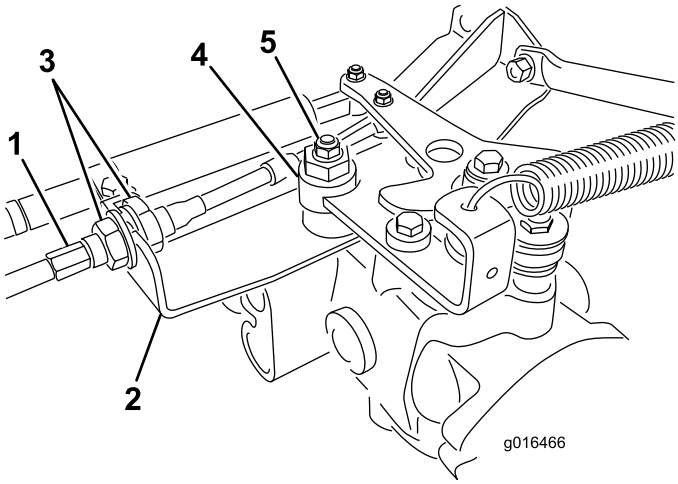

Figuur 42
A. Draai beide contramoeren los waarmee de tractiekabel is bevestigd aan het schutbord op de hydrostaat (Figuur 42). Zorg ervoor dat de contramoeren gelijkmatig en voldoende zijn losgedraaid om afstelling mogelijk te maken.
B. Draai de moer los waarmee de excentriek is bevestigd aan de bovenkant van de hydrostaat (Figuur 42).
D. Draai aan de excentriek totdat de machine niet meer naar voren of naar achteren kruipt. Als het wielen niet meer draaien, zet u de moer vast waarmee de excentriek en de afstelling worden geborgd (Figuur 42). Controleer de afstelling met de gashendel op LANGZAAM en SNEL.
E. Draai vanaf beide kanten van het schutbord de borgmoeren waarmee de tractiekabel is bevestigd aan het schutbord **gelijkmatig** vast (Figuur 42). Zorg ervoor dat u de kabel niet verdraait.